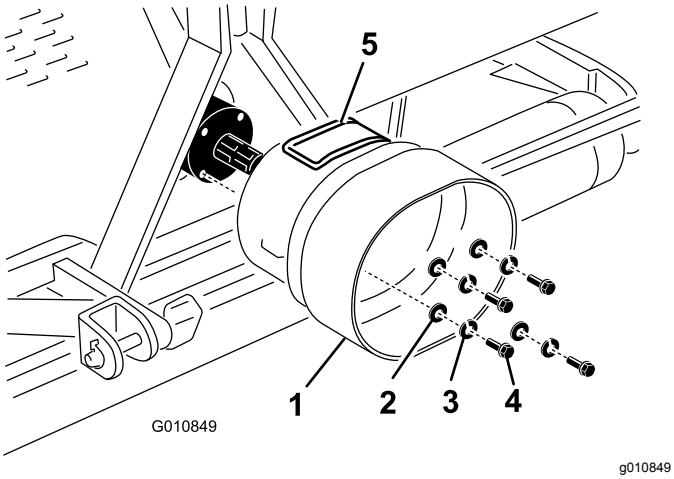

Figur 22
1. Fjern de fire boltene, låseskivene og de flate skivene som er festet på bakre del av luftemaskinens girkasse (Figur 22).
2. Fest verneplatene for kraftuttaket til luftemaskinens girkasse, ved hjelp av festene som du fjernet tidligere (Figur 22).
Når du monterer verneplatene for kraftuttaket, må du sørge for at tilgangspanelet (Figur 22) står vendt mot toppen eller siden avhengig av luftemaskinens rammekonfigurasjon.
Merk: Du kan åpne tilgangspanelet (Figur 22) for å gjøre det enklere å fjerne og montere festene for kraftuttaksakselen.